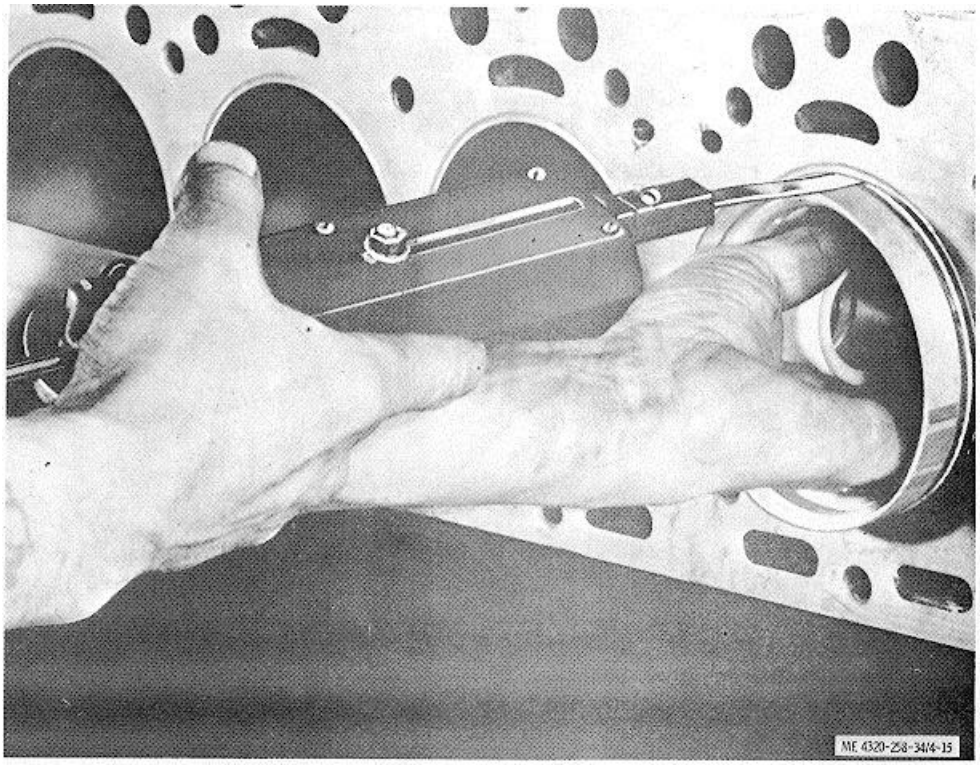

Figure 4-15. Checking piston fit in cylinder bore.
(1) Check piston fit in the cylinder bore (fig. 4-15), using a piece of 0.003-inch feeler stock cut 1/2 inch wide. Dress the edges of the feeler stock with a stone to remove burrs and feathered edges. The block and pistons must be at room temperature when piston fit is tested. Position the feeler stock midway between the piston pin bosses. With the piston inserted about 2 inches into the block, the feeler stock must pull from the block with 5 to 10 pounds pull. If the feeler stock does not offer enough resistance, perform the same test with a new standard size piston. If sufficient resistance is still not obtained, rebore the cylinders (para 4-13) and install oversize pistons.